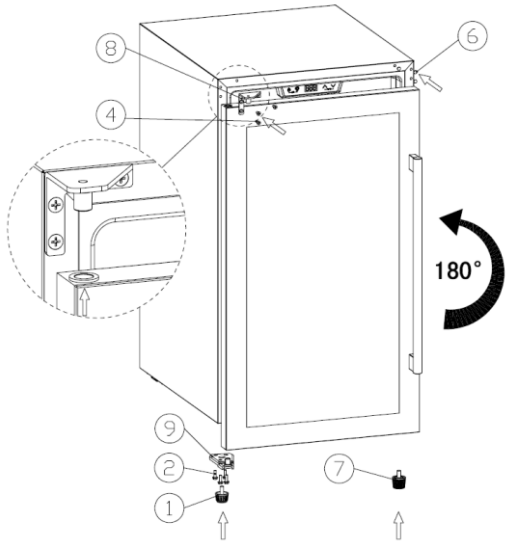

Figura 2
4. (Figura 2) Monta la cerniera superiore sinistra (8) — la cerniera extra, imballata separatamente — e serra le viti (4).
5. (Figura 2) Ruota la porta di 180° così che la maniglia sia a destra. Monta la porta in modo che il foro nel suo angolo superiore si innesti nel fermo della cerniera superiore sinistra (8); monta la cerniera inferiore sinistra della porta (9) e serra le viti (2); monta il piedino corto del mobile (1) in basso a sinistra e il piedino più lungo del mobile (7) a destra; infine rimonta il coprifóro della cerniera (6).